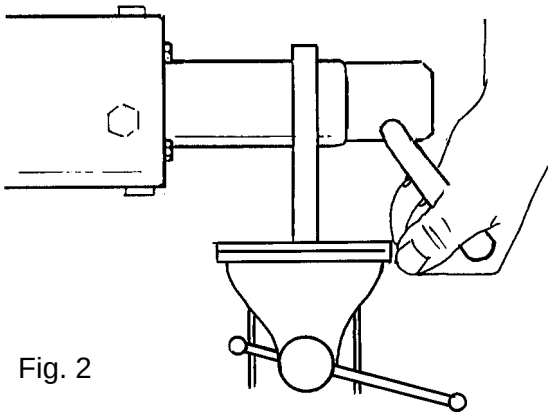

Fig. 2
Get a hold with the (fig. 2) and unscrew the valve cone (fig. 3). Replace the teflon seal and the membrane.
In case work is done to the A, B, or C valve pneumatic cylinders, replace the O-rings (9) and seal rings (10). Use tool TP No. 449969–101 (fig. 2) to unload the spring.